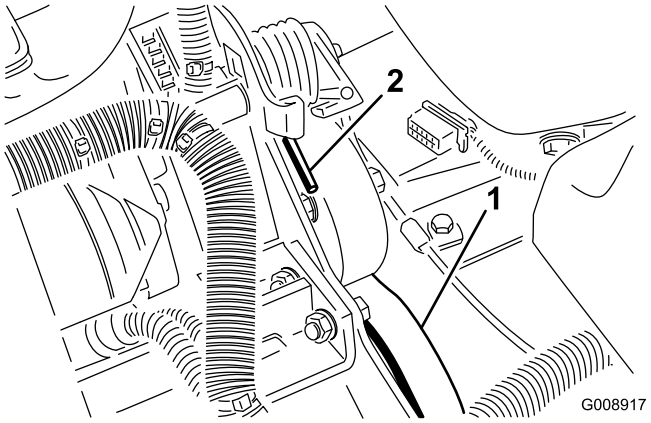

Figuur 70
2. Druk het uiteinde van de veer omlaag en naar voren (Figuur 70) om deze los te maken van de beugel en de veerspanning op te heffen.